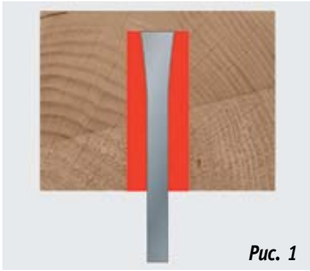

*Рис. 1*
- на рис. 1 показана схема тонкого распила. В месте пропила красным отмечена зона, где возникают неоправданные потери древесины из-за неравномерного и неточного распила, которых можно избежать, применив технологии Wintersteiger;